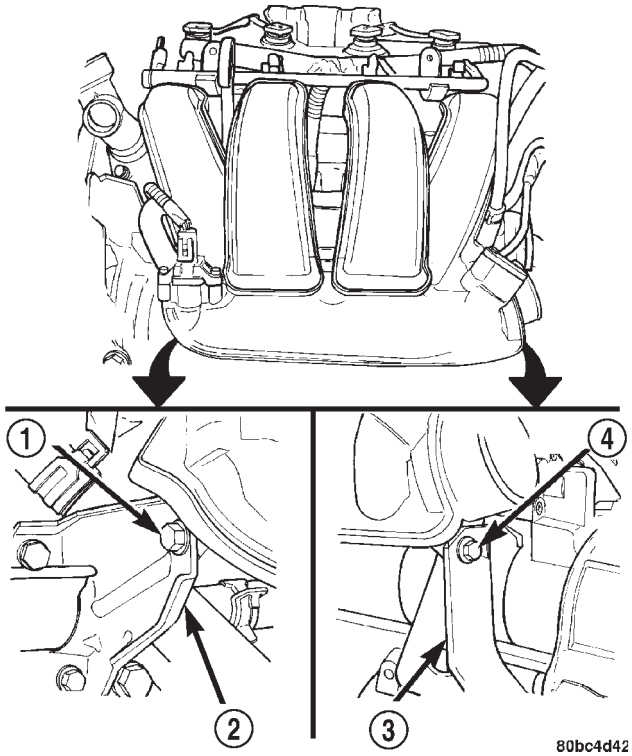

Abb. 31 Halterungen unter Ansaugkrümmer
(9) Verkabelung am Anlasser abklemmen.
(10) Schrauben zur Befestigung des Ansaugkrümmers an den darunter befindlichen Halterungen lösen (Abb. 31).
(11) Schrauben einschließlich Unterlegscheiben am Ansaugkrümmer herausdrehen. Befestigungselemente entsorgen. Ansaugkrümmer abnehmen.
(2) Schrauben zur Befestigung des Ansaugkrümmers an den darunter befindlichen Halterungen eindrehen (Abb. 31). Schrauben mit einem Anzugsmoment von 11 N·m (95 in. lbs.) festziehen.